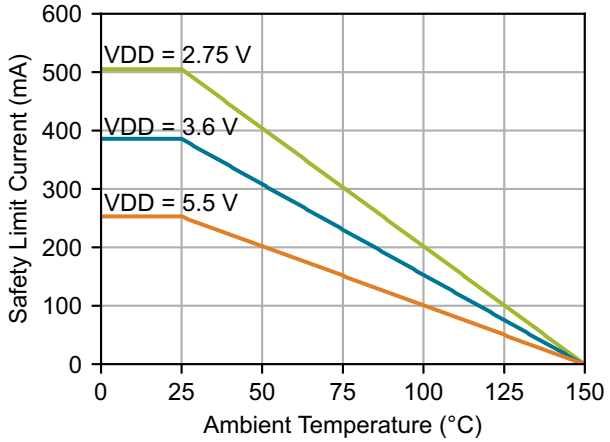
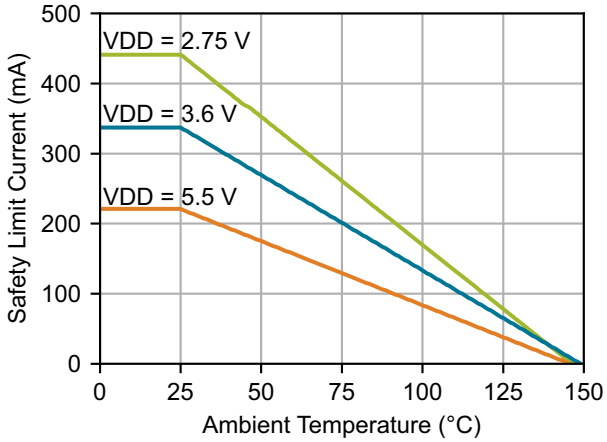

Figure 10. SSO-8 Safety Current vs. Ambient Temperature Derating Curve
Figure 11. NB SOIC-8 Safety Current vs. Ambient Temperature Derating Curve
1. Maximum value allowed in the event of a failure; also see the ambient temperature derating curves in Figure 10 and Figure 11.